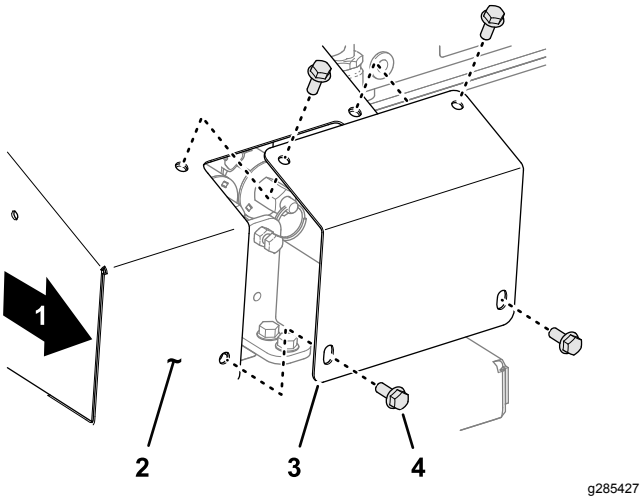

**Rysunek 27**
1. Z prawej strony maszyny odkręć 4 śruby kołnierzowe mocujące pokrywę do osłony sterowania ręcznego (Rysunek 27).